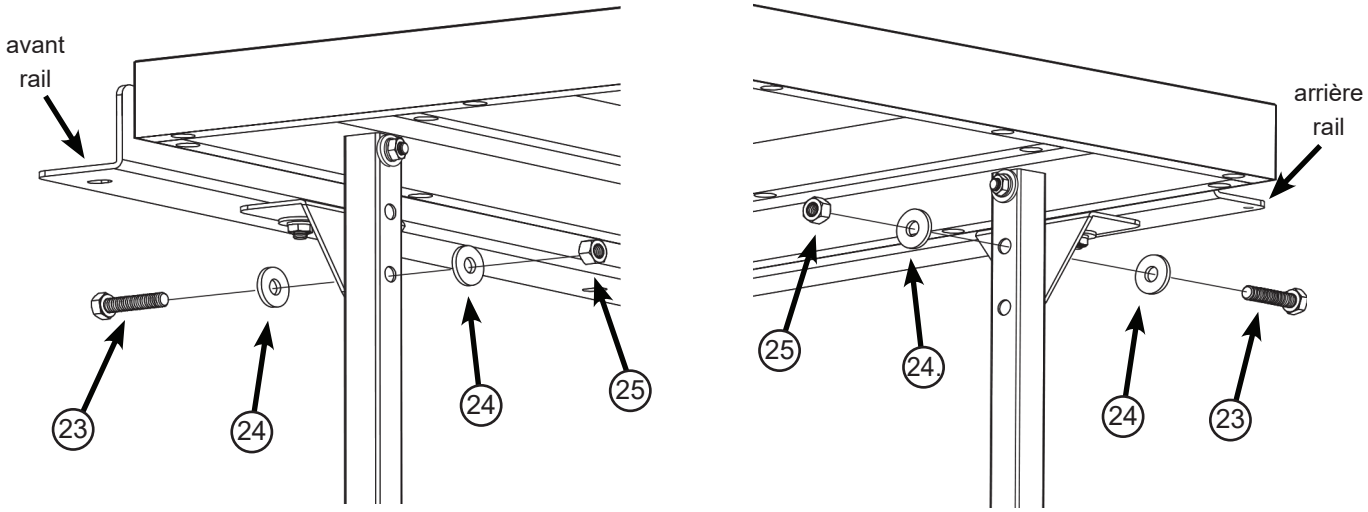

Fig. 13
13. Fixez chaque pied de soutien au support de pied correspondant à l'aide d'un boulon à tête hexagonale M10 x 40, de deux rondelles M10 et d'un écrou de blocage M10, comme indiqué sur la Fig. 13, et serrez complètement les vis à l'aide de deux clés de 17 mm. Notez que les supports de pied sont alignés aux différents trous des pattes avant et arrière, car ils se trouvent à des élévations différentes.